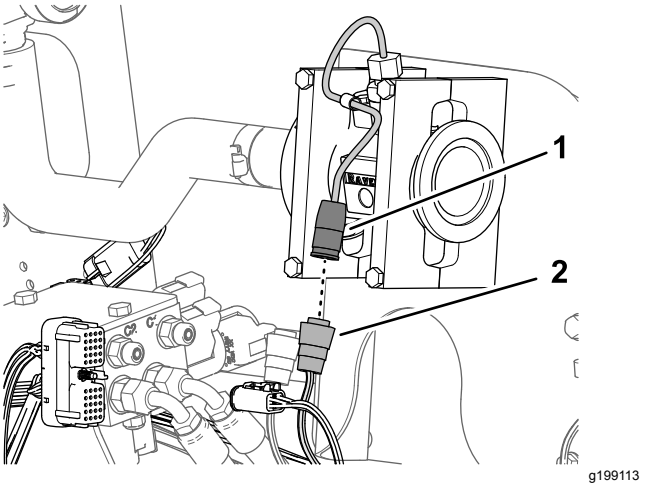

Rysunek 85
1. Podłącz elektryczne złącze 3-stykowe gniazdowe odgałęzienia wiązki przewodów 89 cm oznaczone PRZEPŁYWOMIERZ do złącza 3-stykowego przepływomierza (Rysunek 85).